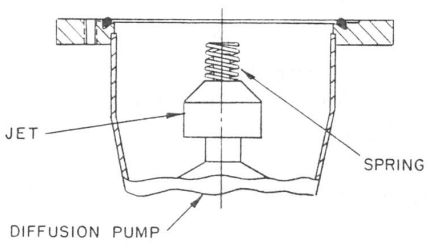

Figure 6-33. Position of Jet Top When Jet is Firmly Seated
10. Install the jet assembly, being sure that two of the five guide protrusions straddle the foreline opening, and that the jet assembly is seated as far down as shown in Figure 6-33.